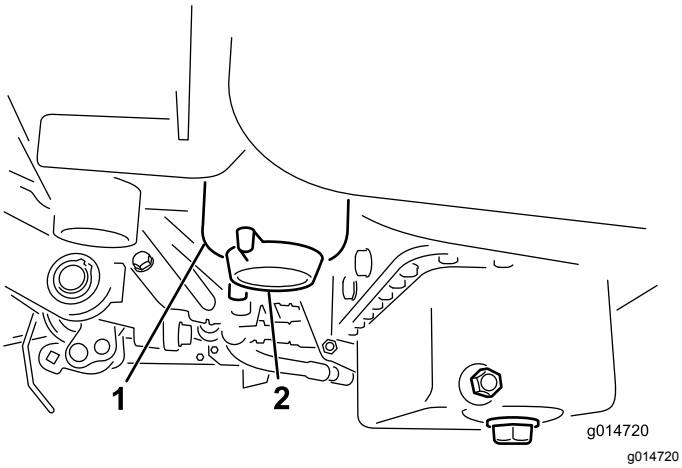

**Rysunek 36**
2. Oczyść obszar wokół miejsca zamontowania filtra (Rysunek 36).
4. Odkręć korek spustowy filtra (Rysunek 36).